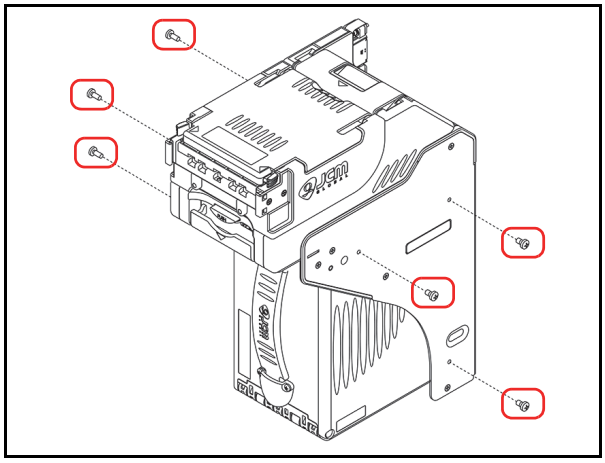

Figure 2-2 M4 Screws Locations (Left/Right Side)
2. When a side mounting configuration is preferred, bolt the left and right side of the iVIZION® Frame into its intended related Machine's location using six (6) M4 Screws on both sides of the Frame (3 Screws on each side as shown in Figure 2-2).